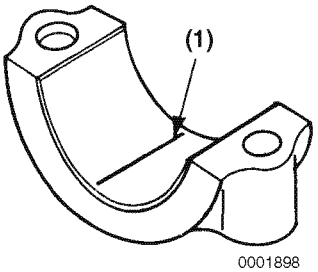

Figure 6-108
(b) Place a piece of PLASTIGAGE **(Figure 6-108, (1))** along the full width of each bearing insert.